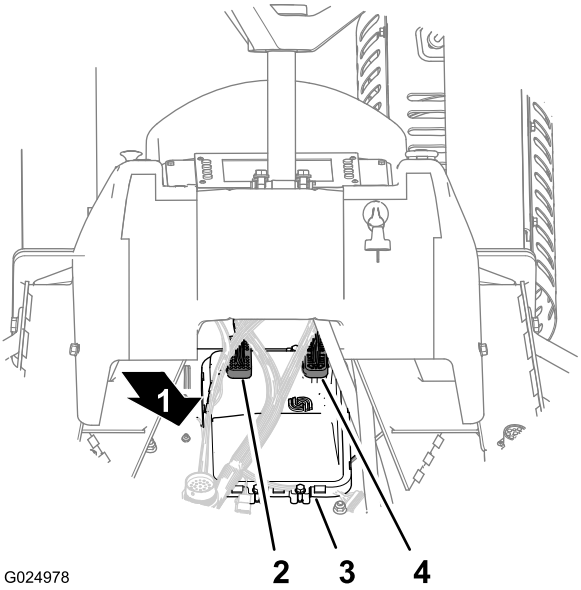

Figura 118
2. Desconecte o conector do soquete 50 (CPU 1) da parte de trás do módulo do computador (Figura 118).
3. Desconecte o conector do soquete 38 (CPU 2) da parte de trás do módulo do computador (Figura 118).
1. Conecte o conector do soquete 38 (CPU 2) à parte de trás do módulo do computador (Figura 118).
2. Conecte o conector do soquete 50 (CPU 1) à parte de trás do módulo do computador (Figura 118).